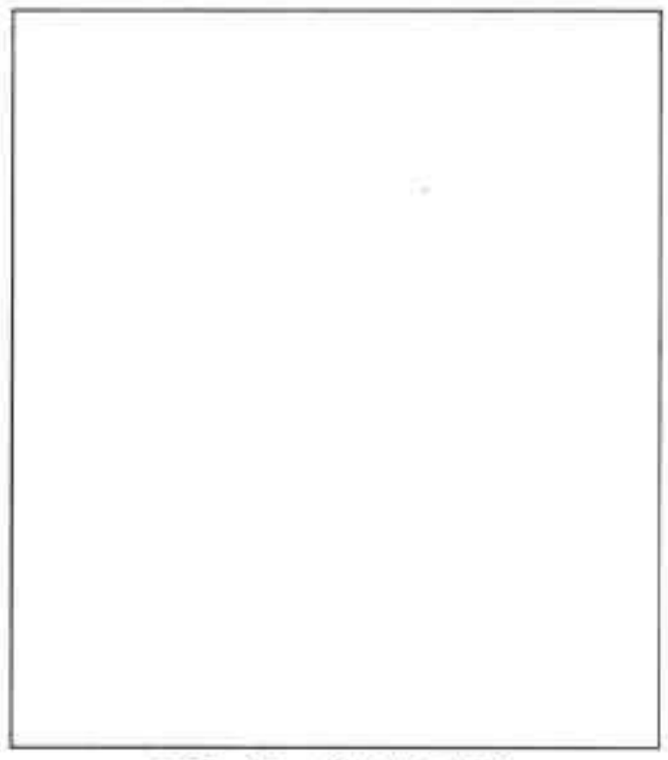

图7-67 绘制长方形
Step01 启动 AutoCAD 2014 软件，执行“矩形”命令，绘制一个长 1500、宽 1800 的长方形，如图 7-67 所示。